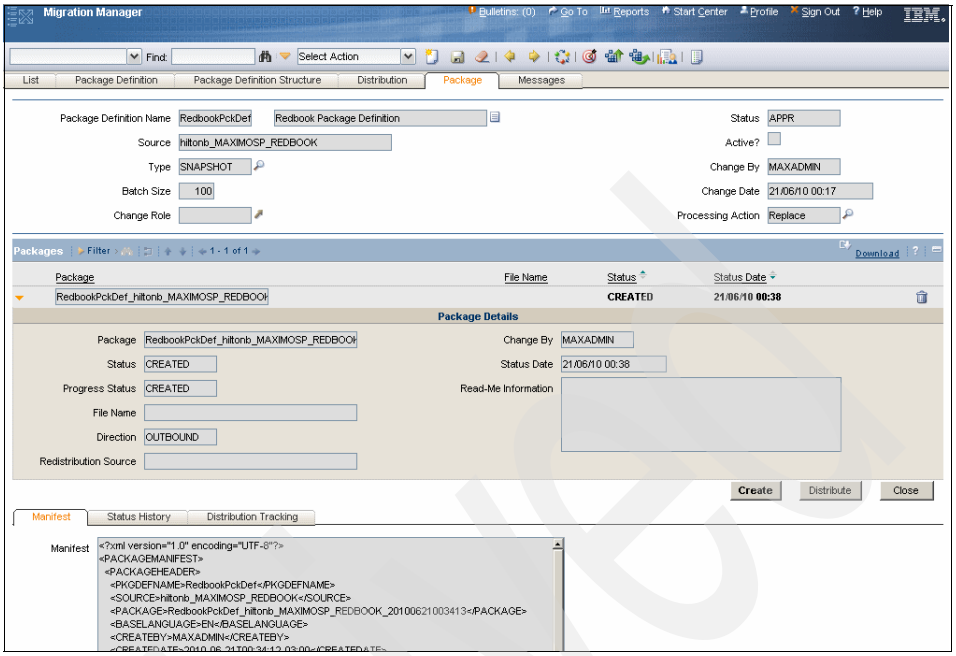

Figure 8-12 The package is created
9. Click **OK** in the dialog. A new row in the Packages table is displayed with the Created package. See Figure 8-12 on page 151.